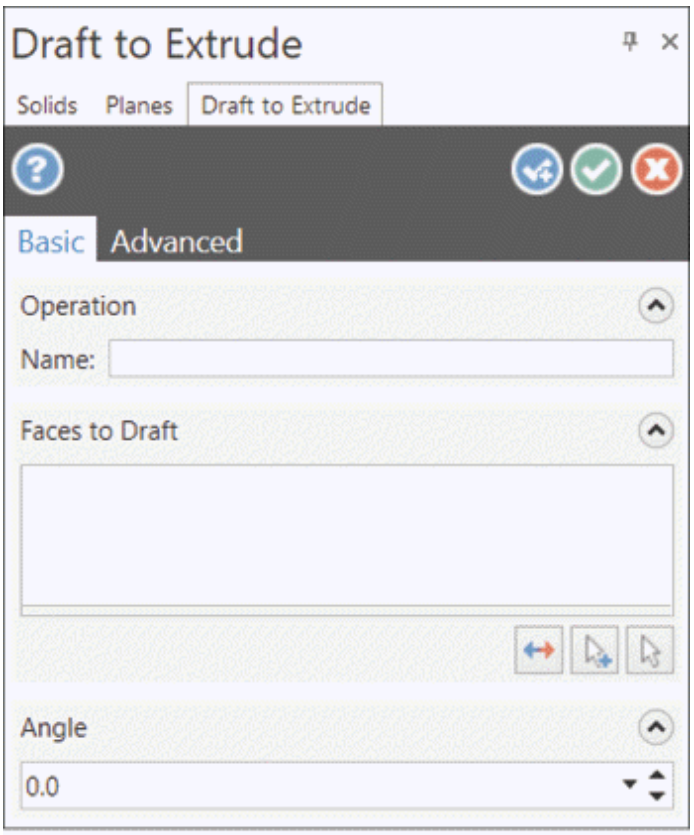

Figure-68. Draft to Extrude Manager
- Click on the **Draft Extrude** tool from the **Draft** drop-down in the **Modify** group of **Solids** tab in the **Ribbon**. The **Draft to Extrude Manager** will be displayed with **Solid Selection** dialog box; refer to Figure-68.